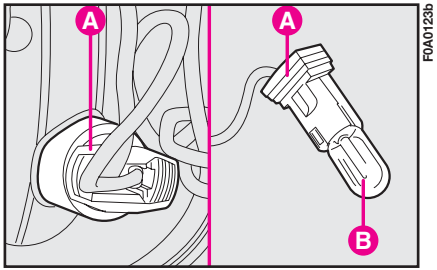

fig. 21
2) Tourner le porte-lampe **A-fig. 21** et l'extraire de son logement puis dégager la lampe **B** montée par pression sur le connecteur **A**.